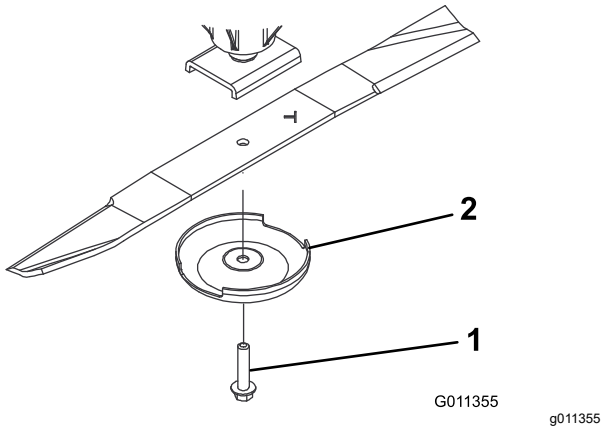

Figura 74
3. Retire o parafuso da lâmina, o recipiente antidanos e lâmina do eixo (Figura 74).